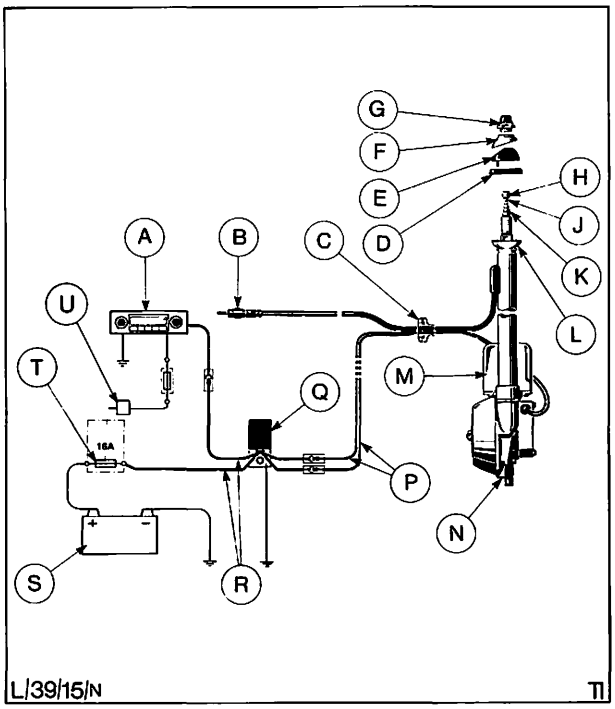

Abb. 14 Elektrische Antenne komplett
5. Überwurfmutter der Antenne entfernen, Abb. 14, „G", und Antenne komplett vom Kotflügel ausbauen.